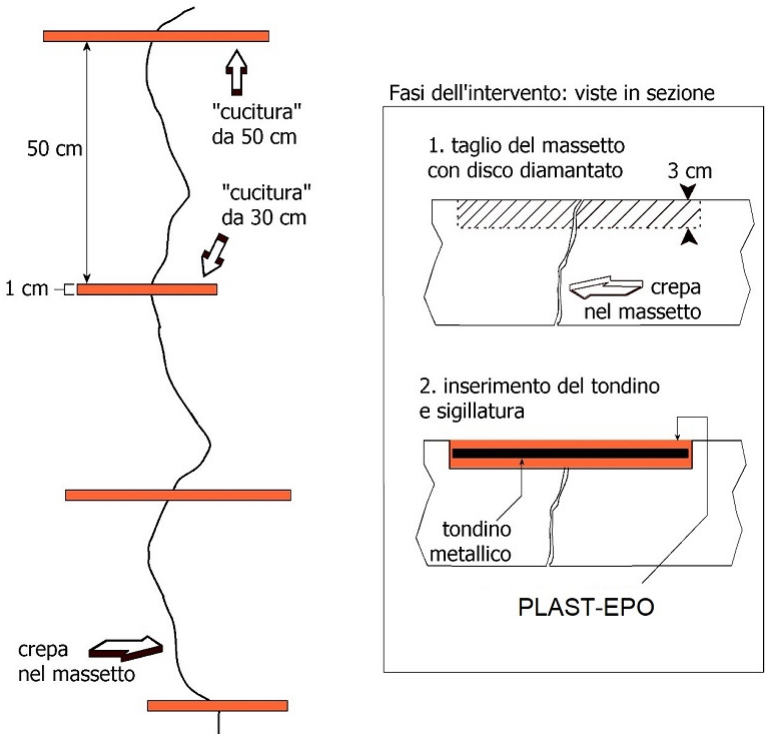

Figura 1 - Cucitura di una CREPA IN MOVIMENTO
• Possono essere cuciti con lo stesso metodo delle CREPE IN MOVIMENTO (Vedi Paragrafo specifico e Figura 1) se possiedono la maturazione sufficiente per aver esaurito la maggior parte del ritiro igrometrico (circa 1 mese per i massetti e 3 mesi per il cls).